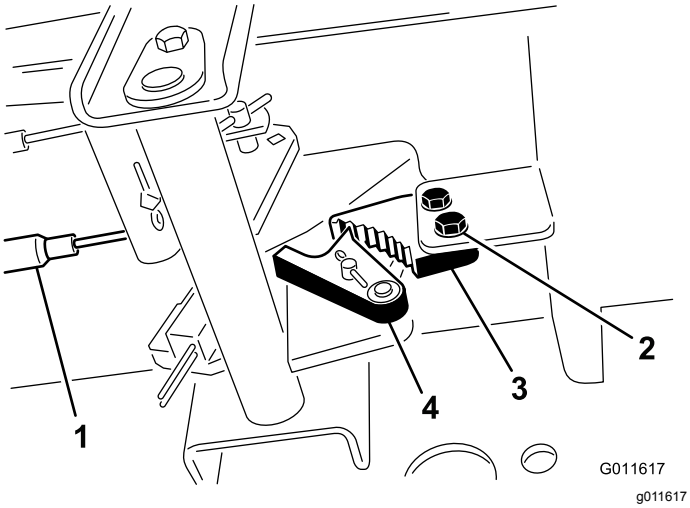

Figuur 86
1. Draai de 2 schroeven los waarmee de pal van de parkeerrem is bevestigd aan het frame (Figuur 86).
2. Trap het pedaal van het parkeerrem naar voren totdat de remvergrendeling de rempal geheel vastgrijpt (Figuur 86).